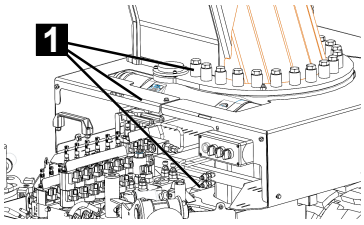

Fig. 217
1. Use a grease gun to inject multi-purpose grease through the rotating assembly's grease nipples (Fig.217/1).